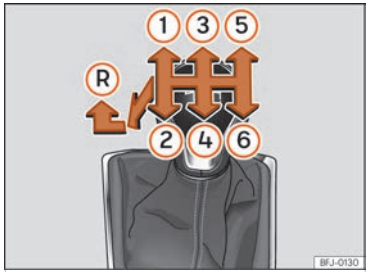

Fig. 121 Esquema d'un canvi manual de 6 marxes.
A la palanca de canvis s'indiquen les posicions de les marxes ››› **fig. 121**.
- Amb la palanca de canvis en punt mort, pressioneu-la cap avall, moveu-la a l'esquerra fins al final i després cap endavant per seleccionar la marxa enrere ››› fig. 121 Ⓡ.